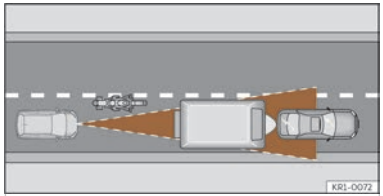

Fig. 144 Motorcyclist ahead out of range of the radar sensor.
- Vehicles that are not aligned while driving or that are outside the sensor's detection area, such as motorcycles ››› **Fig. 144**.